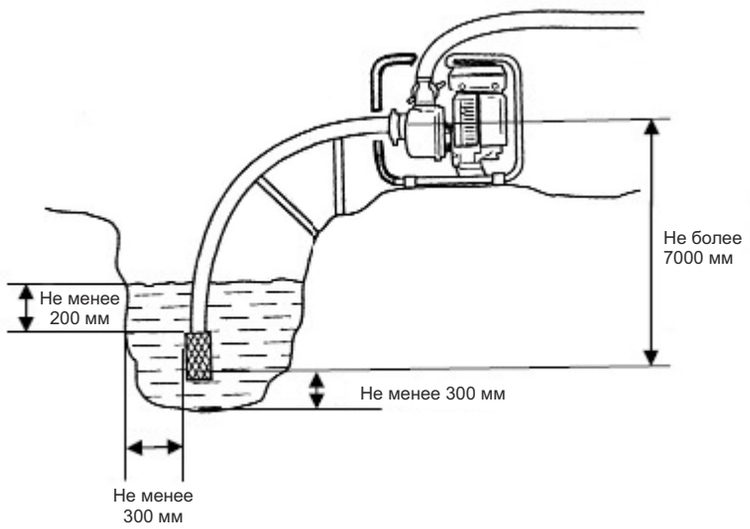

Рисунок 9
2. Поместите рукав входного патрубка в воду таким образом, чтобы сетка фильтра была полностью покрыта водой и при этом не касалась дна емкости или водоема (см. рисунок 9). Надежно закрепите водяные рукава на поверхности земли.